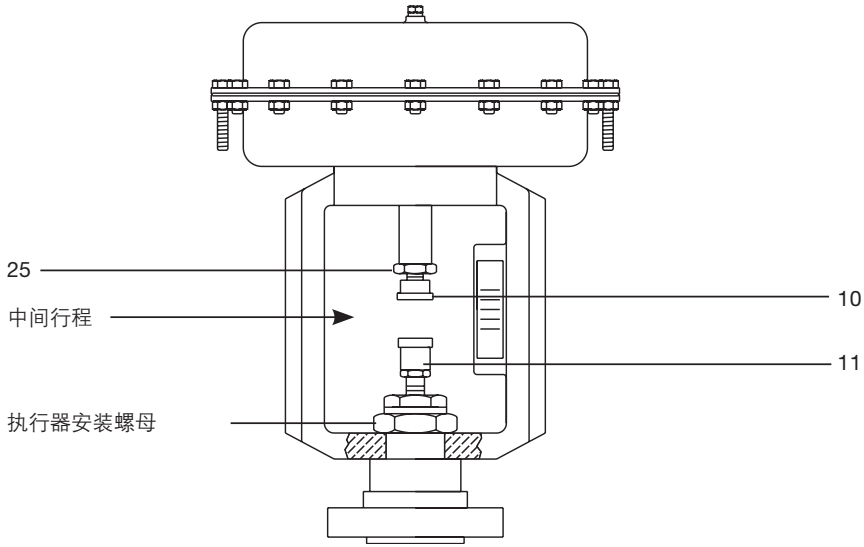

图8
- 松开并取下执行器的安装螺母（图8)，将执行器从阀门上抬起拿下。